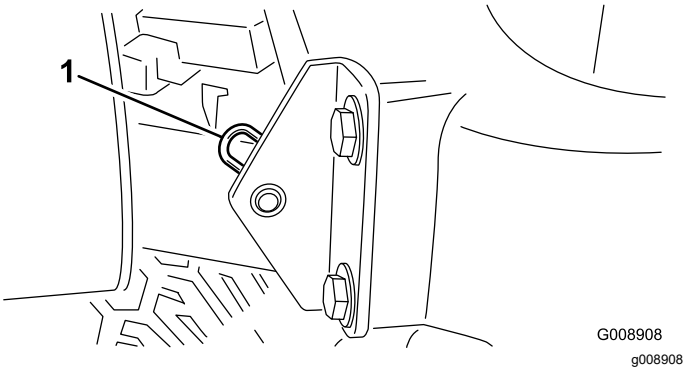

Figur 46
2. Fjern hårnålssplinten som fester panseret til monteringsbrakettene (Figur 46).